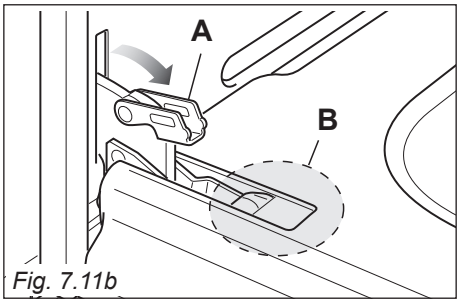

Fig. 7.11b
- Open the lever “**A**” completely on the left and right hinges (fig. 7.11b).
- Gently close the door (fig. 7.11c) until left and right hinge levers “**A**” are hooked to part “**B**” of the door (fig. 7.11b).